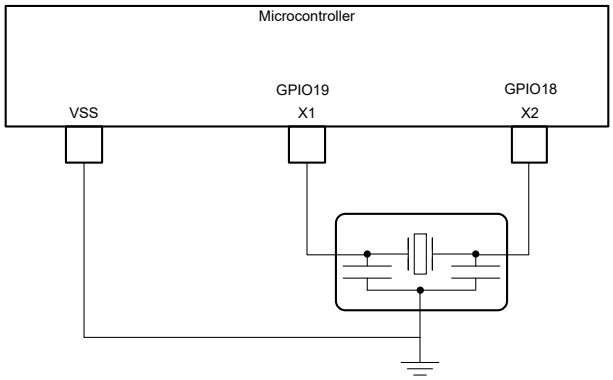

図 6-13. 外部共振子
- 外部共振子。図 6-13 に示すよう に、X1 と X2 の間に共振子を接続し、そのグランドを VSS に接続する必要があります。